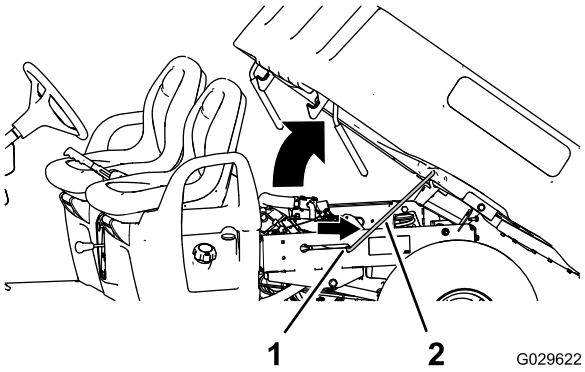

Figur 12
2. Säkra lådan genom att skjuta in stöttan i skåran (Figur 12).
2. Dra ut stöttan ur skåran (Figur 12).